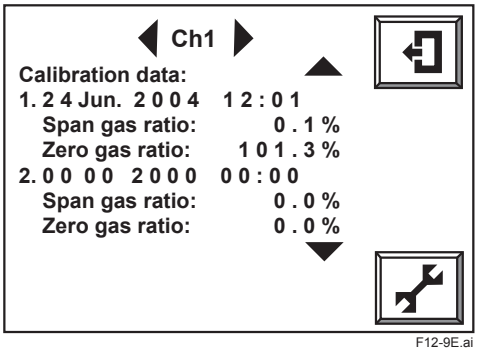

Figure 12.9 Calibration History
b. Use the ▼ key to check Calibration data (Figure 12.9). The span and zero correction ratios of the last ten calibration can be checked here. By checking these data, whether the sensor deterioration has occurred suddenly or gradually can be determined.